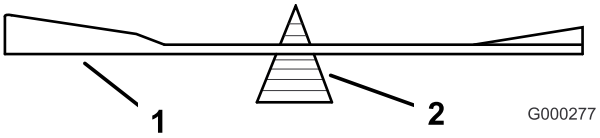
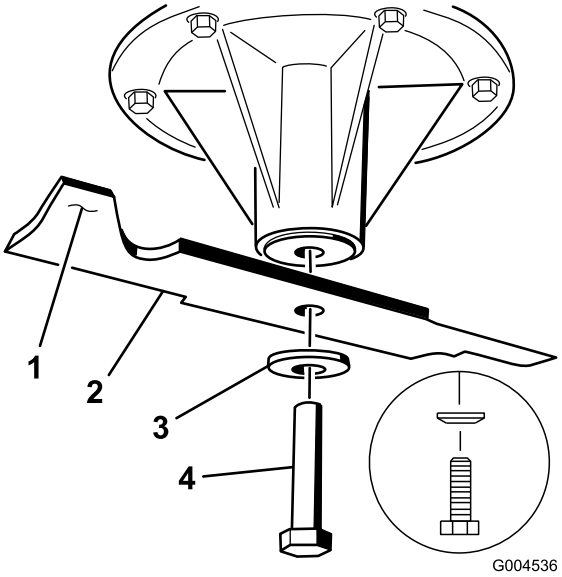

Figur 87
Figur 88
2. Fjern skæreknivsbolten, den buede skive og skærekniven fra spindelakslen (Figur 88).
2. Kontroller skæreknivens balance ved at placere den på en afbalanceringsenhed (Figur 87). Hvis skærekniven forbliver i en vandret position, er skærekniven afbalanceret og kan benyttes. Hvis skærekniven ikke er afbalanceret, skal der slibes lidt mere metal af enden af sejlområdet (Figur 88). Gentag denne procedure, indtil skærekniven er afbalanceret.
1. Monter skærekniven på spindelakslen (Figur 88).
2. Monter den buede skive og knivbolten. Den buede skivekonus skal installeres mod boltens hoved (Figur 88). Tilspænd skæreknivsbolten med et moment på 115–149 Nm.